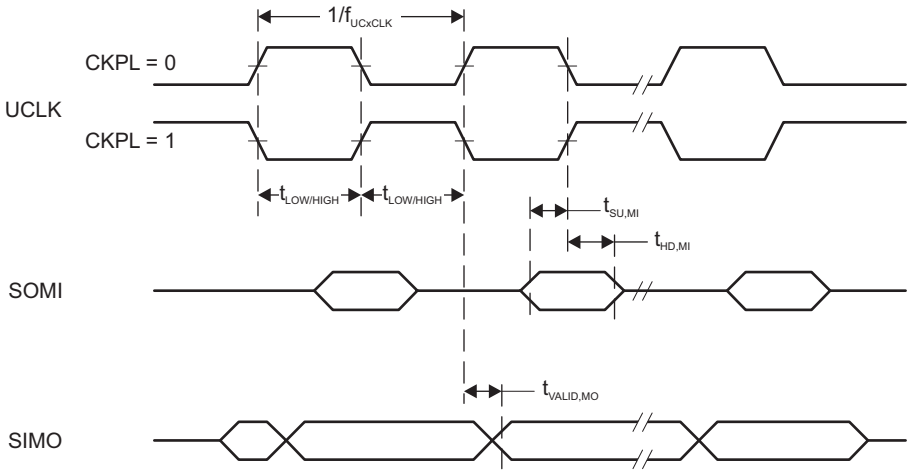
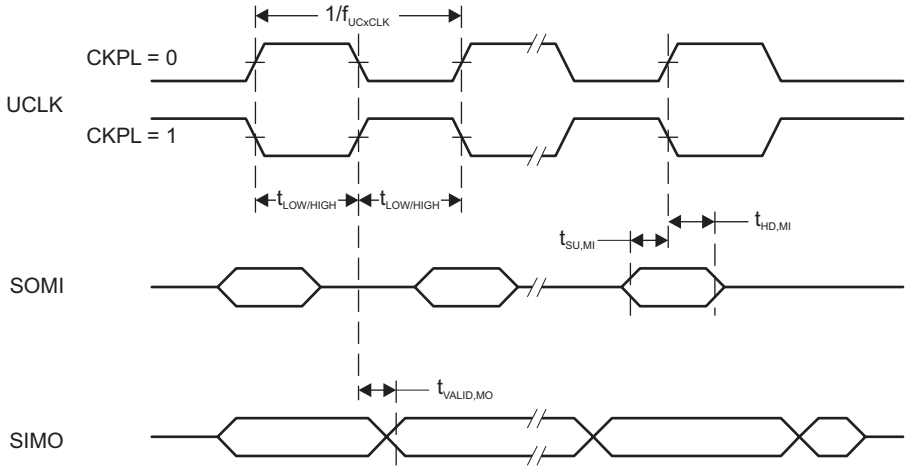

Figure 5-9. SPI Master Mode, CKPH = 0
Figure 5-10. SPI Master Mode, CKPH = 1
(2) Specifies the time to drive the next valid data to the SIMO output after the output changing UCLK clock edge. See the timing diagrams in Figure 5-9 and Figure 5-10.
(3) Specifies how long data on the SIMO output is valid after the output changing UCLK clock edge. Negative values indicate that the data on the SIMO output can become invalid before the output changing clock edge observed on UCLK. See the timing diagrams in Figure 5-9 and Figure 5-10.